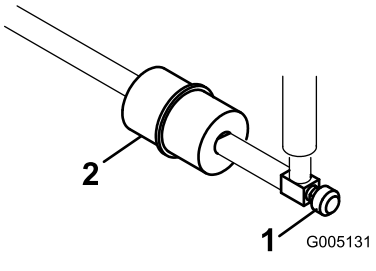

Figur 33
Det inbyggda bränslefiltret sitter i bränsleslangen mellan bränsletanken och förgasaren (Figur 33).
1. Stäng bränslekranen (Figur 33).
2. Placera ett avtappningskärl under filtret, lossa slangklämman på filtrets förgasarsida och ta bort bränsleledningen från filtret (Figur 33).
3. Lossa den andra slangklämman och ta bort filtret (Figur 33).